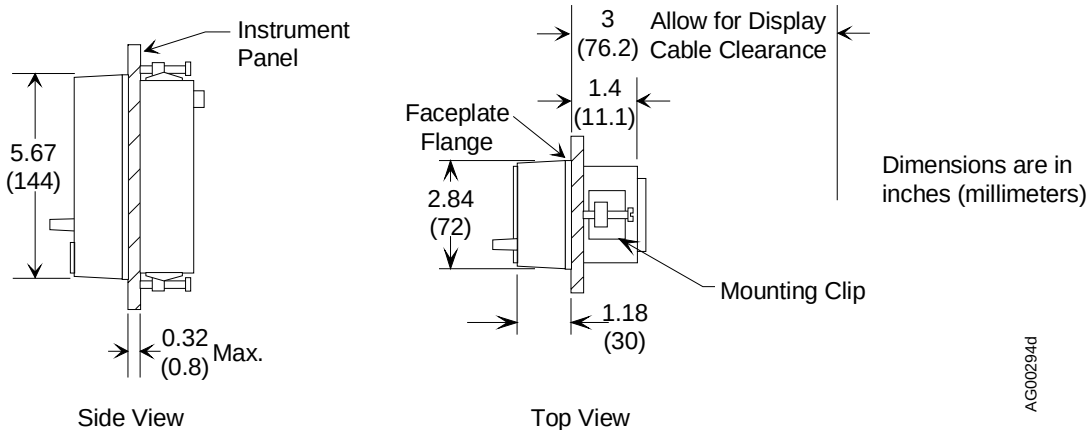

FIGURE 8-12 Faceplate Dimensions
1. See Figure 8-12 for Faceplate dimensions. Carefully prepare the panel cutout. See Figure 8-13.